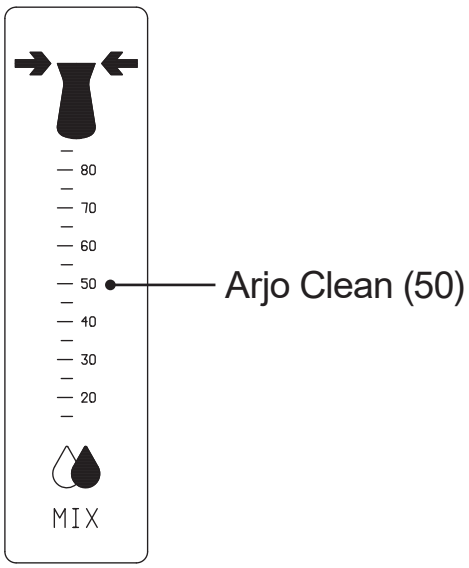

Abbildung 57
12. Prüfen Sie, dass das Mischverhältnis auf dem Durchflussmesser dem empfohlenen Einstellungsbereich entspricht. Siehe Abbildung 57.